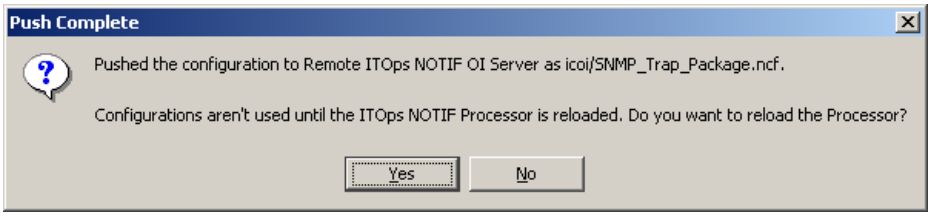

Figure 52 Push complete for package dialog box
4. The **Push Complete** dialog box appears as shown in Figure 52 on page 83. This dialog confirms that the *.ncf package file has been pushed to the remote server and prompts you to reload the EMC Smarts NOTIF processor on that server so that the new configuration package takes effect on that server.